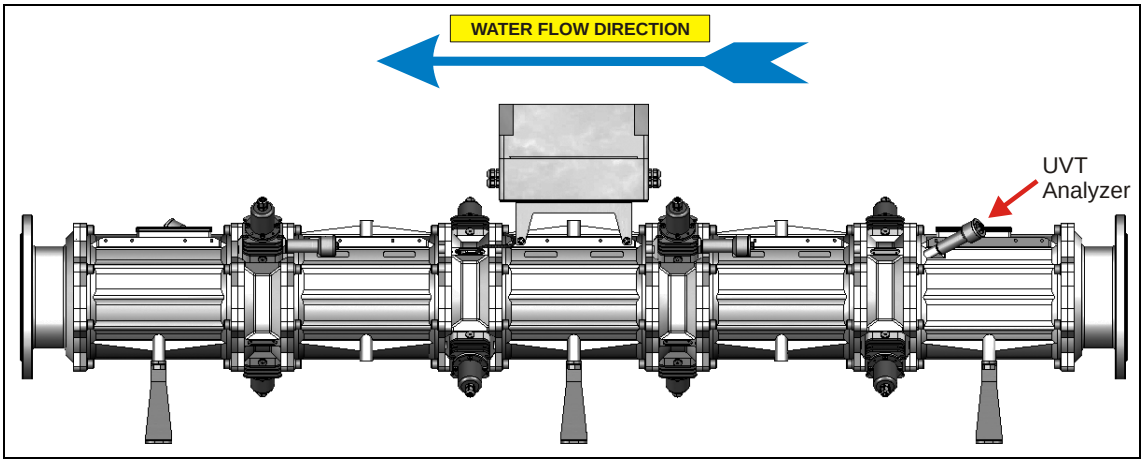

Figure 2: Unit to Water Flow Orientation for the RZ163-14 Unit (for Illustration purposes only)
The Atlantium RZ/PG163 units are not symmetric – the arrow imprinted on the unit must point in the direction of the water flow (see Figure 2).
6. The unit should be installed such that the UVT analyzer is oriented in the same direction as the flow of the water (see Figure 2).